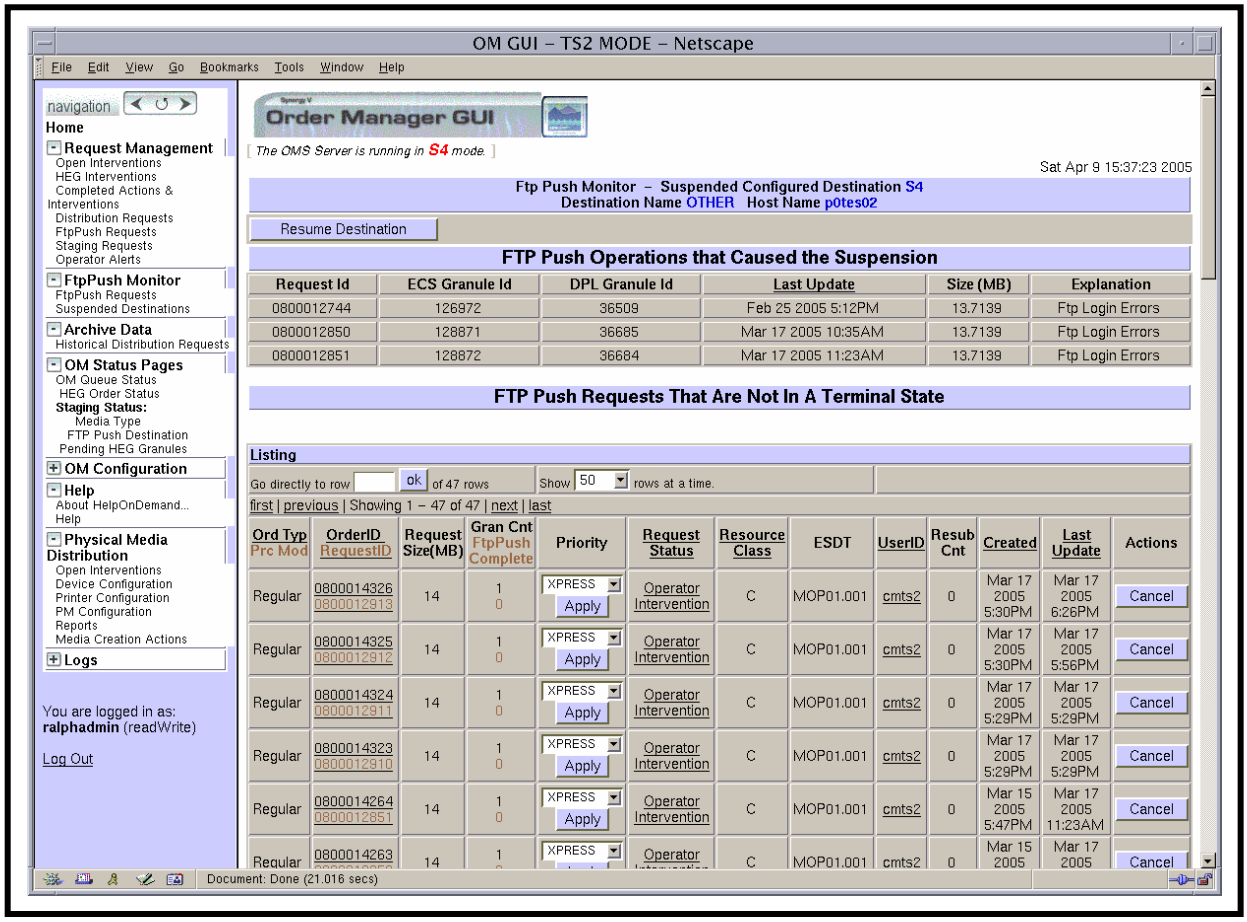

Figure 46. Suspended Host Detail Page
- A page describing the alert (e.g., Figure 46) is displayed.